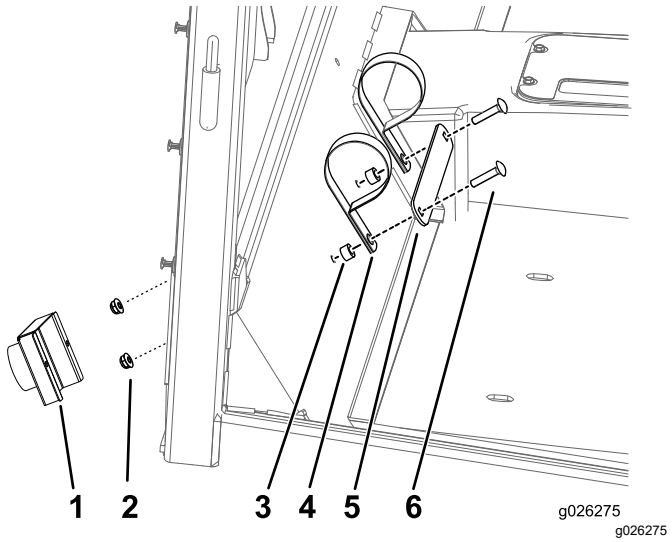

Figur 47
1. Montera röret för *bruksanvisningen* (Figur 47).